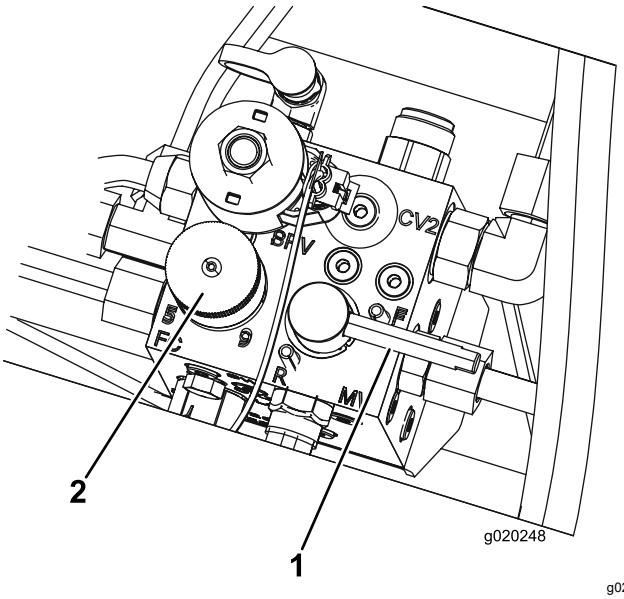

Figur 82
5. Still spolehastighetskontrollen til posisjon 1 (Figur 82).
6. Flytt slipespaken til posisjonen "R" (slipestillingen) (Figur 82).